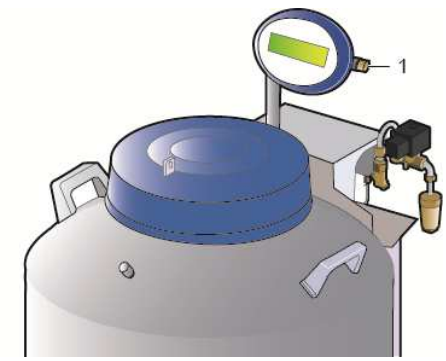

Figura 15-1: botón pulsador de llenado manual.
Este tipo de llenado permite llenar o completar el nivel de nitrógeno líquido de un dispositivo criogénico que contiene ya nitrógeno líquido. El llenado manual se efectúa a demanda del usuario, pulsando el botón pulsador (Figura 15-1, ref. 1), cuando se desee completar el nivel de nitrógeno líquido en el dispositivo.